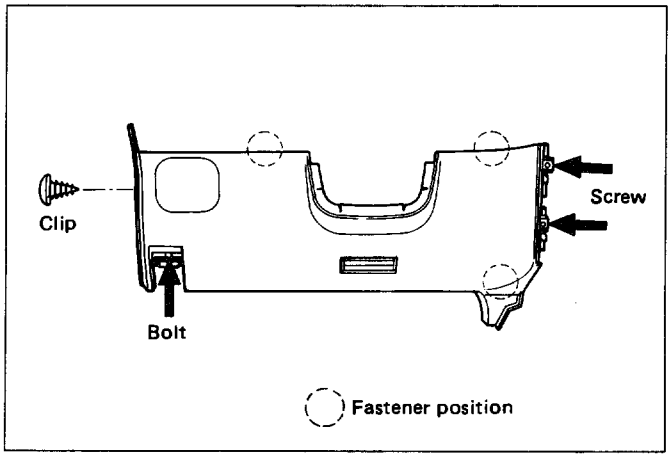

Fig. 10-11
- Remove 2 fixing screws, 1 fixing bolt, 1 clip, and pull out fasteners at 4 positions. (Fig.10-11)